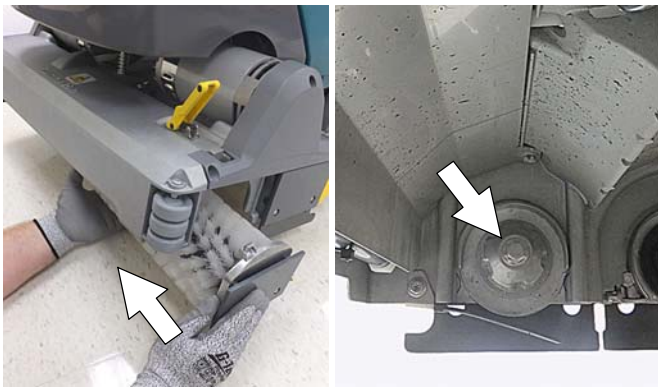

図　18
4. ブラシをドライブハブに配置し、ラッチを留め直します（図 18）。